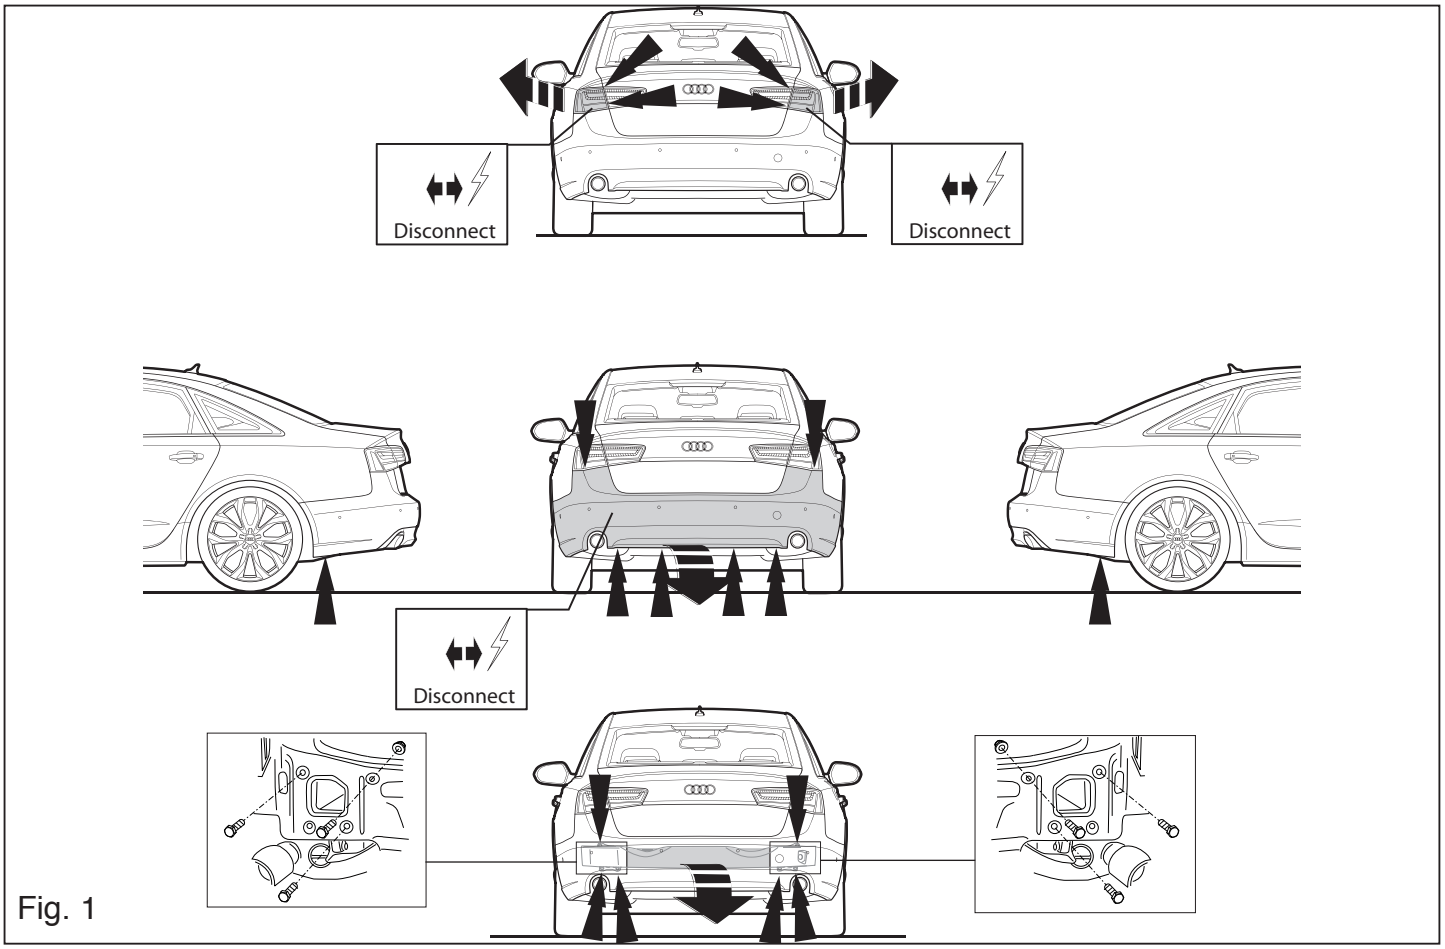

Fig. 1
1. Remove the bumper and the steel buffer beam from the vehicle. The buffer beam will no longer be needed. Replace the bolts. See figure 1.
1. Die Stoßstange einschließlich des stählernen Stoßbalkens vom Fahrzeug abmontieren. Der Stoßbalken wird nicht mehr benötigt. Die Schrauben wieder anbringen. Siehe Abbildung 1.
1. Déposer le pare-chocs du véhicule y compris la traverse en acier ; la traverse ne sera plus utilisée. Remettre les boulons de fixations en place. Voir la figure 1.
1. Demonter baglysenhederne. Demonter kofangeren, inklusive køretøjets stålstødbjælke. Denne bliver overflødig. Se fig. 1.
1. Снять бампер вместе со стальным буферным брусом автомобиля; буферный брус больше не понадобится. Поставить болты на место. См. рисунок 1.